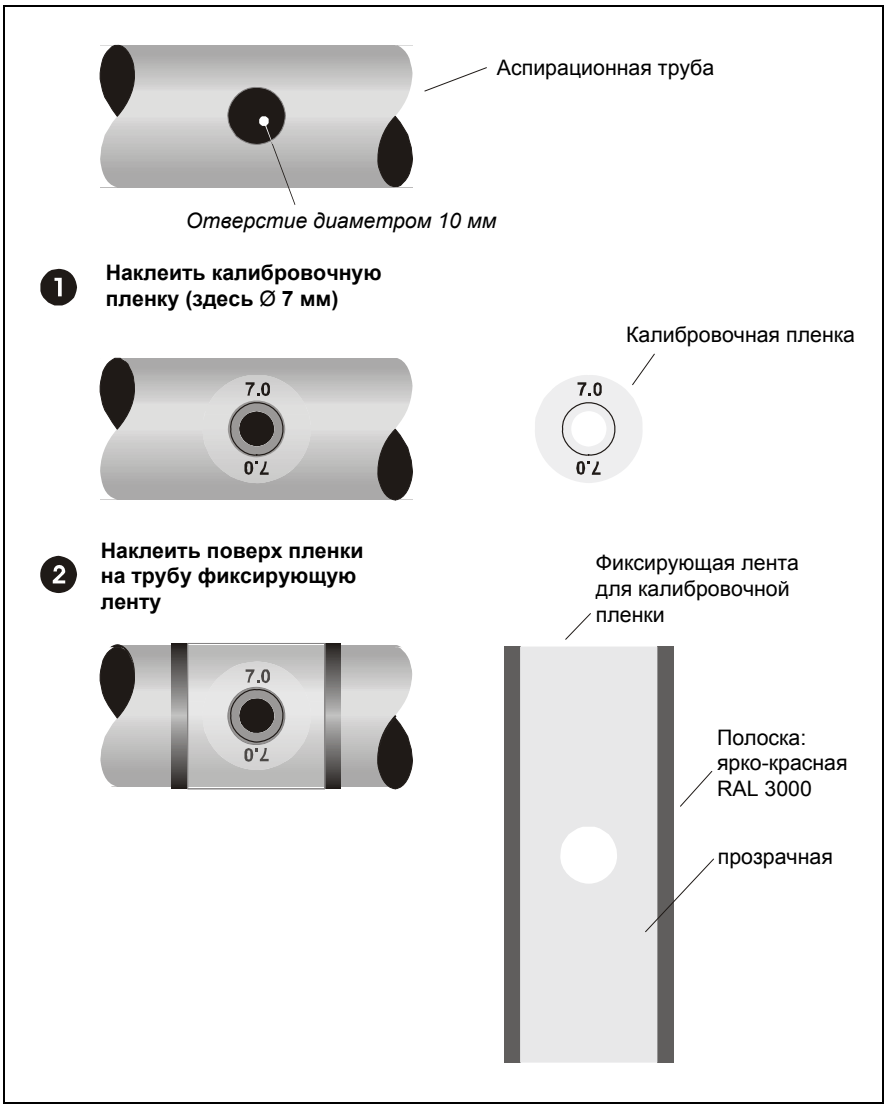

Рис. 6.3 Наклеивание калибровочной пленки
5. Наклейте пленку на отверстие (см. рис. 6.3 «1»).
6. Закрепите пленку клейкой лентой (см. рис. 6.3 «2»).